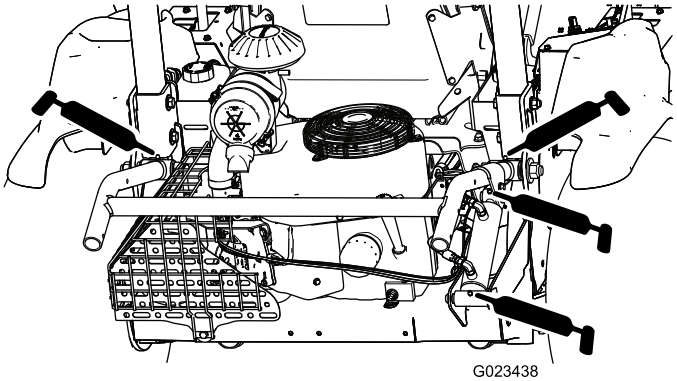

Figuur 37
- Liftsysteem van werktuig (4) – Figuur 37